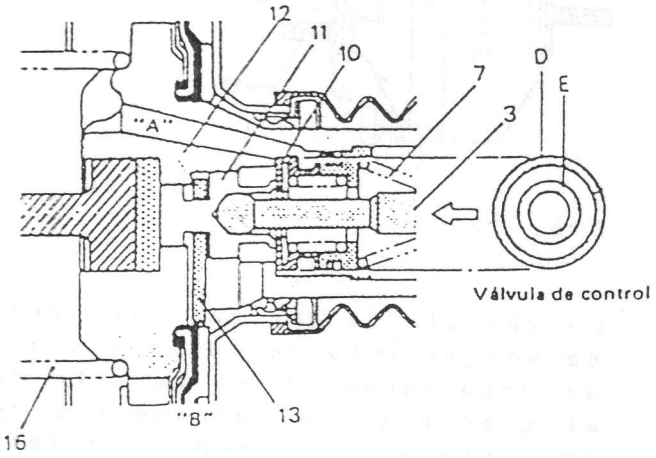

Fig. 19-22
Empujada por la varilla de mando (3) (Fig. 19-22), la válvula de aire (11) se desplaza hacia la izquierda hasta apoyarse en la chaveta de tope (13), tal como se observa.